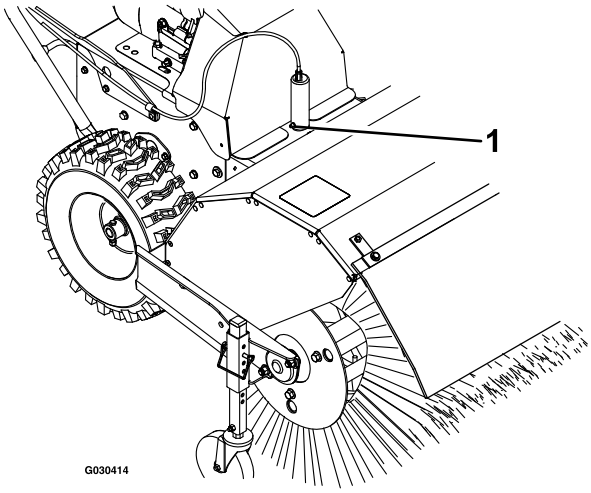

Figure 20
1. Lubrifiez le graisseur de la goupille de blocage d'angle du balai avec de la graisse au lithium nº 2 (Figure 20).